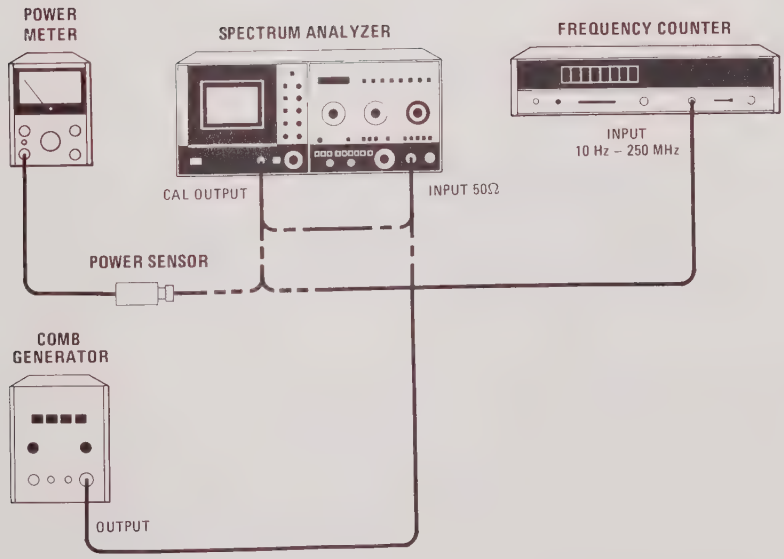

Figure 2-3. Incoming Inspection Test Setup
a. Connect frequency counter to spectrum analyzer CAL OUTPUT as shown in Figure 2-3. Set the controls as follows: